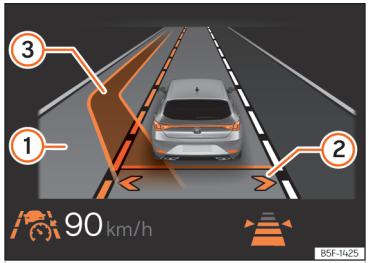

**Fig. 144** On the instrument cluster screen: lane change assist display (schematic representation).
This activates the lane assist. The arrows of your own lane on the instrument cluster display are grey ››› Fig. 144 ②
If the system detects no objects in the detection field of the sensor system and an assisted lane change to an adjacent lane is possible, the corresponding lane is shown in the instrument cluster display next to the driver's own lane. The arrow on the corresponding side of the lane is displayed in white ››› Fig. 144 ②.